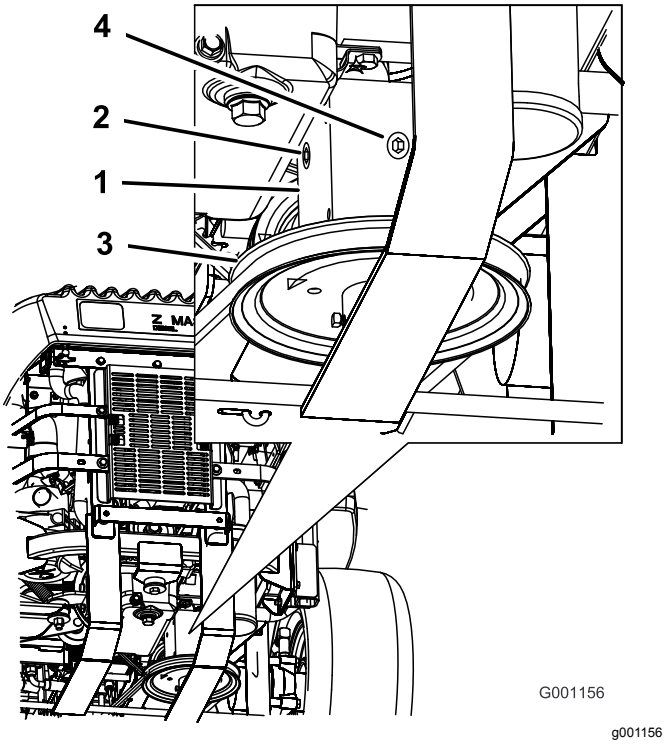

Figur 62
4. Ta bort pluggen på växellådans sida eller baksida (Figur 62).